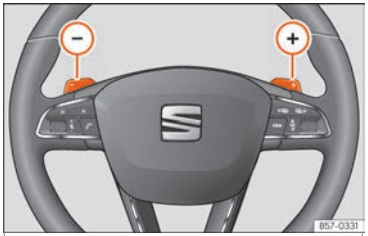

Fig. 223 Volante: alavancas para mudança automática de velocidades.
- Pressione a alavanca de mudanças ⊕ para engrenar uma velocidade mais alta ››› Fig. 223.